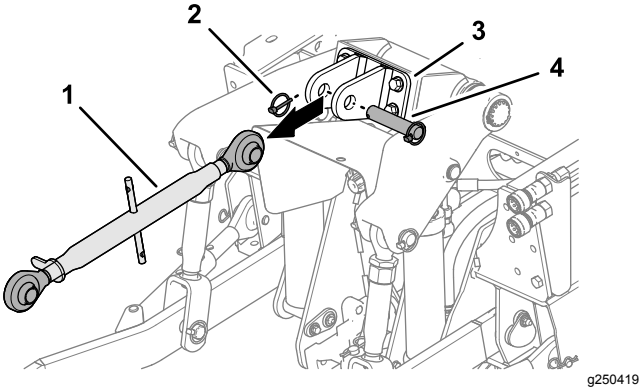

Figur 10
3. Hvis de er monteret, fjernes ringstiften, gaffelbolten og den øvre 3-punktsforbindelse fra det øvre forbindelsesbeslag (Figur 10).